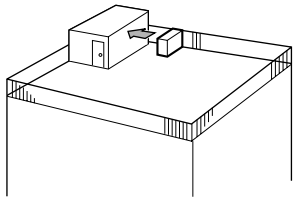

Fig. 2-3
① Anbring udblæsningen, så den vender imod den nærmeste væg og ca. 50 cm fra den. (Fig. 2-3)